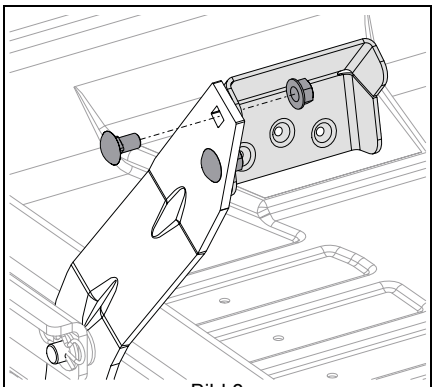

Bild 8
Se Bild 8.
2. Vänd pedalen som i Bild 8 och skruva fast den på maskinen med skruvarna som togs bort i steg 1.